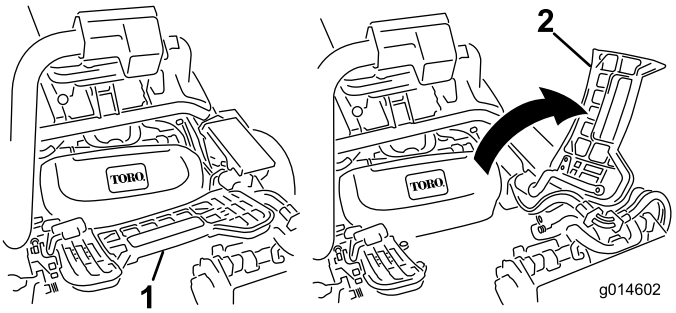

**Figur 11**
3. Hvis du skal montere den midterste klippeenhed, skal du hæve fodstøtten og vippe den op, så du får adgang til den midterste klippeenheds position (Figur 11).